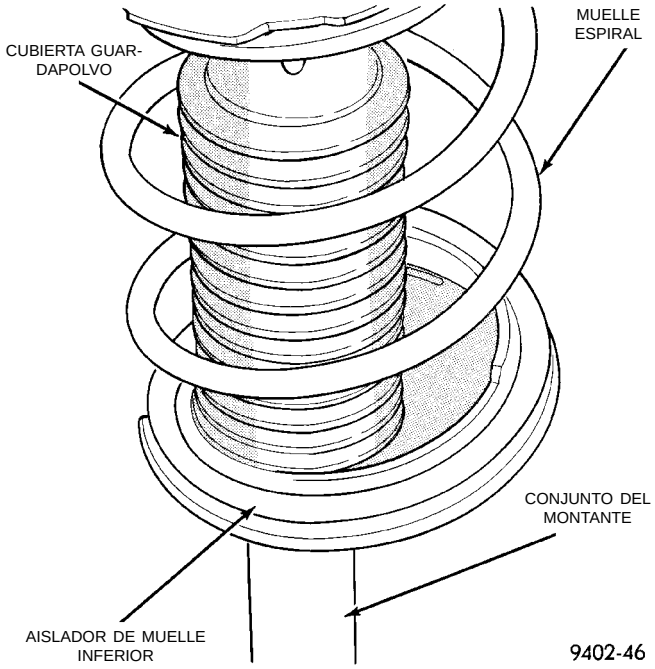

Fig. 2 Inspección a bordo del conjunto del montante
(1) Inspeccione los muelles espirales para verificar si están averiados o rotos (Fig. 2).
(2) Inspeccione las cubiertas guardapolvo del conjunto de montante para verificar si están rasgadas o dañadas (Fig. 2).
(3) Inspeccione el aislador de muelle inferior para verificar si está dañado (Fig. 2).